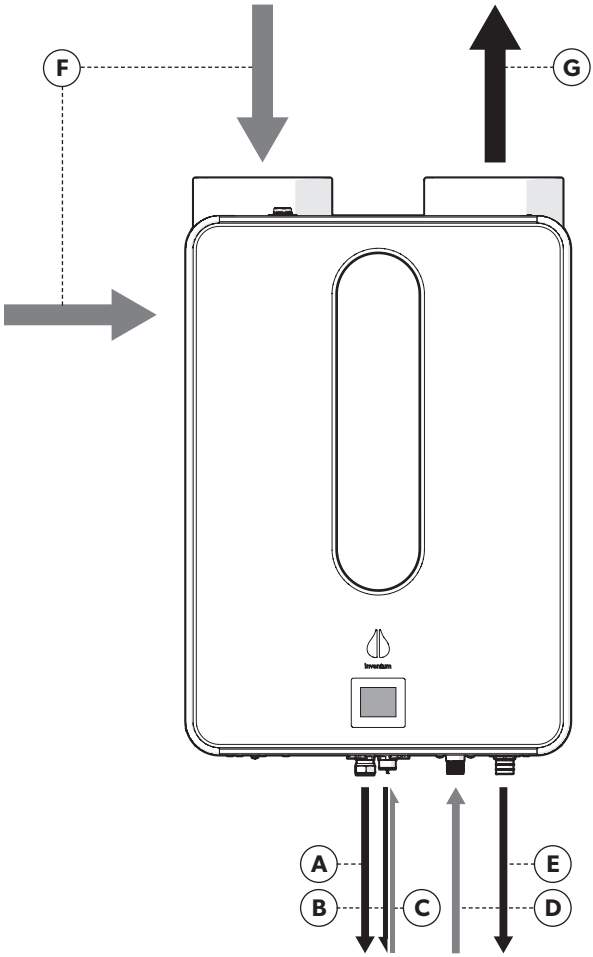

*Figuur 23 Aansluitingspunten en -richtingen van de Modul-AIR.*
**3.** Sluit het ventilatieluchtaanvoerkanaal aan op de opening voor ingaande lucht van de Modul-AIR (figuur 23).
**4.** Sluit de dakdoorvoer aan op de opening voor uitgaande lucht van de Modul-AIR (figuur 23).